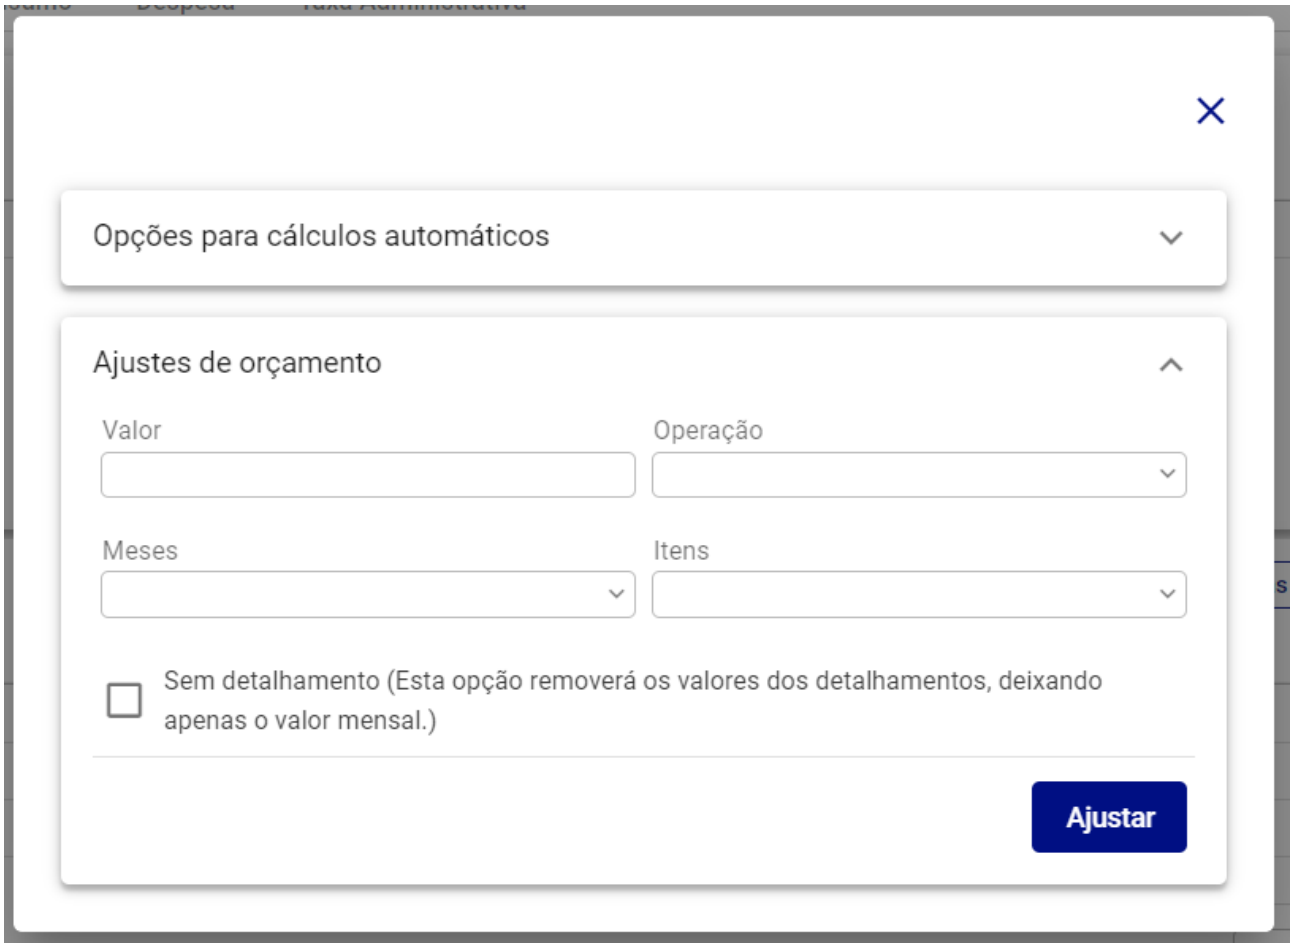

Figura 194: Ajustes de Orçamento
– **Ajustes de Orçamento (Figura 194):** Ferramenta para aplicar alterações em massa nos valores orçados.